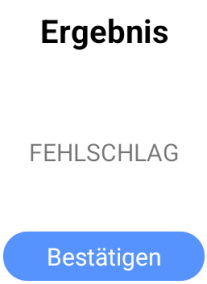
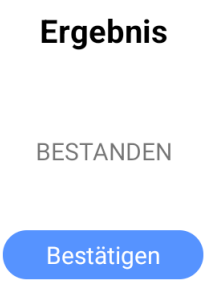

Abb. 4.19
Abb. 4.20
Schritt 6: Am Ende des QC-Tests wird der Streifenhalter eingeblendet und zeigt die QC-Testergebnisse an (Abb. 4.19 und Abb. 4.20).
Schritt 7: Tippen Sie auf die Schaltfl sich„**Bestätigen**“ auf dem Bildschirm mit den QC-Ergebnissen, um das Fenster mit den QC-Ergebnissen zu schließen (Abb. 4.19, Abb. 4.20), und tippen Sie dann auf „**Zurück**“, um den Streifenhalter zu entnehmen und den QC-Test zu beenden.